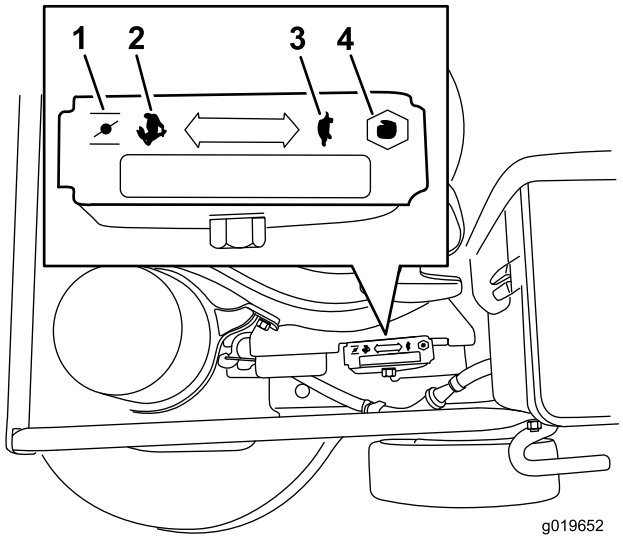

Figur 12
3. Flyt gashåndtaget til choker-position (Figur 12).